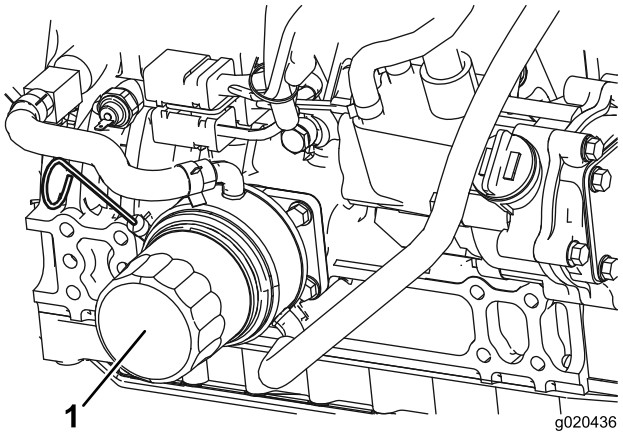

Figure 25
3. Enlevez le filtre à huile usagé (Figure 25) et essuyez la surface du joint sur la tête du filtre.